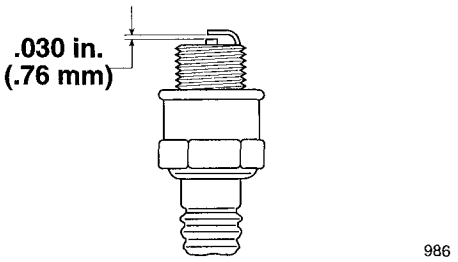

Figure 19
3. Set air gap at 0.030" (0.76 mm) (Fig. 19). Install correctly gapped spark plug and gasket seal. Tighten plug firmly to 15 ft–lb (20 N·m).